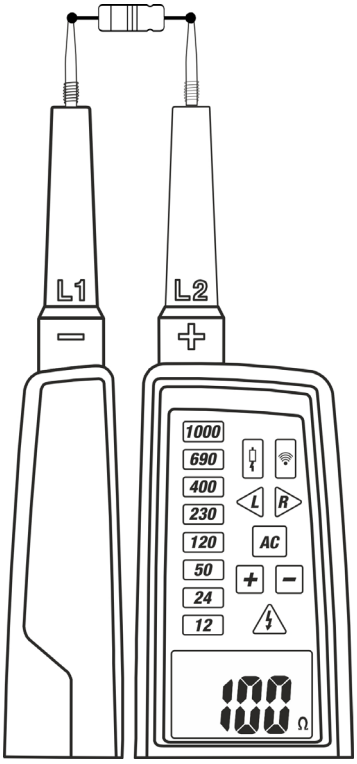

Fig. 10: Medida Resistencia
3. Conecte las puntas **L1** y la punta **L2** al objeto en pruebas (vea la Fig.10). El valor de la resistencia se muestra en el visualizador